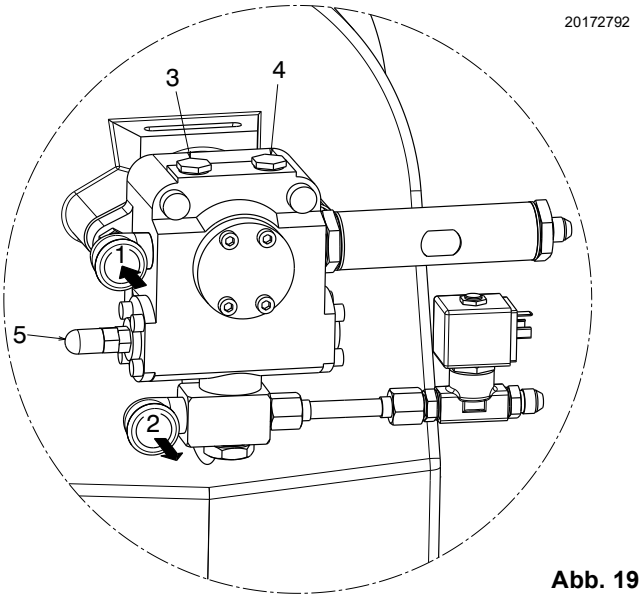

Abb. 19
Die Pumpen verfügen über einen Bypass, der Rücklauf und Ansaugleitung miteinander verbindet. Sie sind am Brenner installiert und der Bypass wird mit der Schraube 6)(Abb. 19) geschlossen.
- ➤ Damit sich die Pumpe (Abb. 19) selbst einschalten kann, muss den Verschluss 4) gelockert werden, damit die Saugleitung entlüftet wird.
Falls die Pumpe geleert wurde, muss sie vor dem Anfahren über den Verschluss des Vakuummeters 3)(Abb. 19) mit Brennstoff gefüllt werden, andernfalls kommt es zum Festfressen.